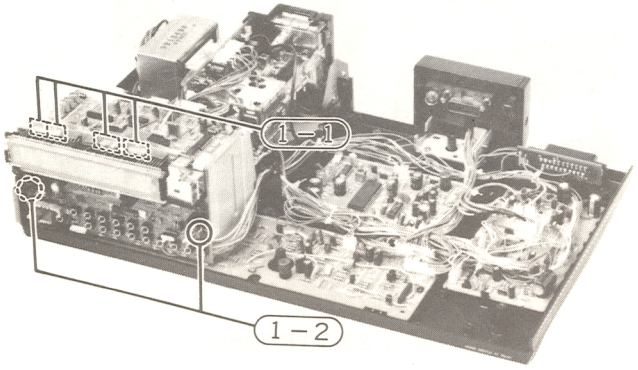

Fig. 41 Timer/Input Key PC Board
1. Timer/Input key PC Board (Fig. 41)